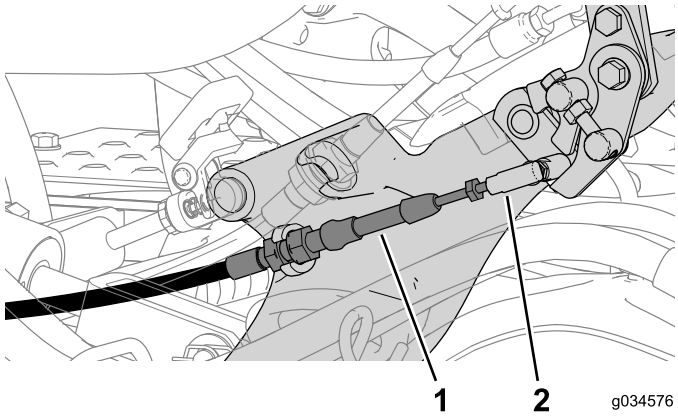

図 24
2. ニュートラルロックケーブルをペダルシフターに接続する図 24。